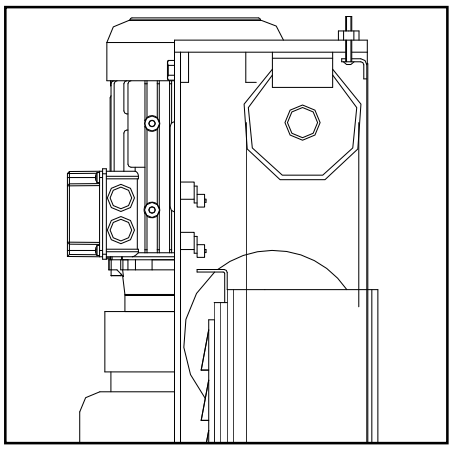

Fig. 13
• Quando il ponte raggiunge l'altezza massima, il finecorsa superiore arresta il sollevamento (Fig. 13).
• Se il gruppo mobile supera la corsa prevista, intervengono due finecorsa collegati in serie, posti nella parte superiore della colonna di comando. Normalmente sono azionati dall'attuatore (Fig. 13) sul carrello del lato comando. Se il primo finecorsa non interviene, il secondo interviene dopo 3 secondi di corsa del carrello.